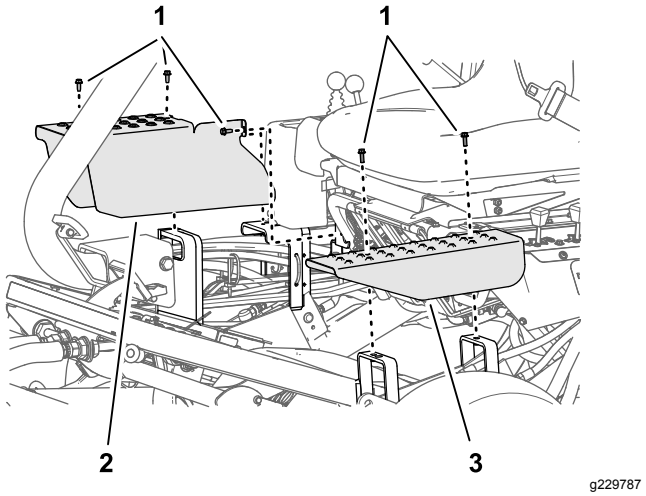

Figur 51
2. Fjern boltene som fester dekselplaten på løftesylinderen som du justerer, fra støttebrakettene på chassiset (Figur 51).